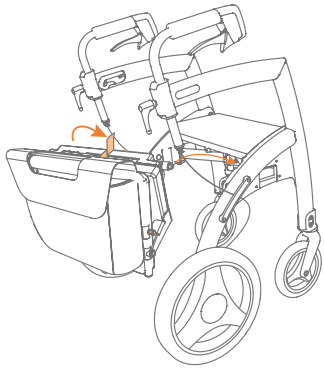

Figuur 30: Rolstoelpakket bevestigen.
a. Pak het Rollz Motion rolstoelpakket en houd de taskant naar u toe gericht **(Figuur 30)**.